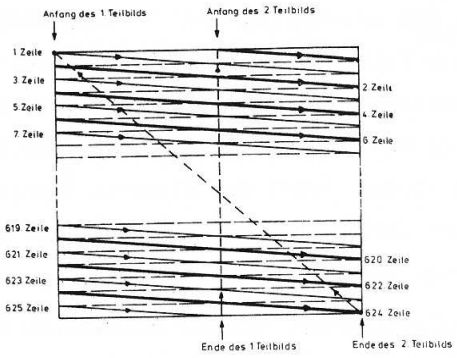

Abb. 162
A) Das Fernsehbild wird nach der CCIR-Norm in 625 Zeilen zerlegt. In 1/25 Sekunde ist das Bild vollständig abgetastet. Um eine möglichst flimmerfreie Wiedergabe auf dem Bildschirm zu ermöglichen, werden jedoch zuerst alle ungradzahligen und danach alle gradzahligen Zeilen abgetastet und gesendet. Das Bild wird also außer in Zeilen noch in zwei Teilbilder zerlegt, wobei jedes Teilbild 312 1/2 Zeilen besitzt (siehe Abb. 162). Daraus ergibt sich die neue Rasterfrequenz von 2 x 25 Hz = 50 Hz. Diese Unterteilung des Gesamtbildes in zwei Teilbilder nennt man Zeilensprungverfahren.